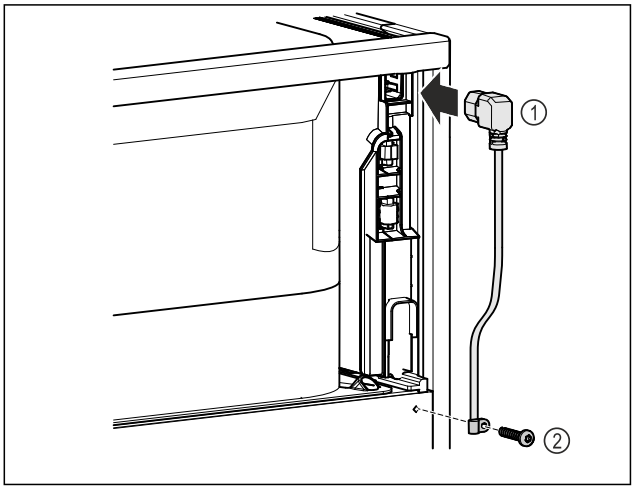

Fig. 40
▶ Introduceți mufa pentru puteri mici de la conductorul de racord la rețea *Fig. 40 (1)* pe partea posterioară a aparatului.
▶ Montați siguranța antismulgere. *Fig. 40 (2)*